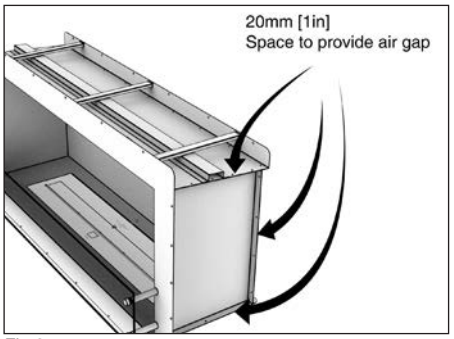

Fig.3
- tener espaciadores incorporados de 20mm por todos los lados para que no descansen directamente sobre materiales combustibles y para dejar espacio para el aislamiento de la construcción de alrededor. *(Fig. 3)*